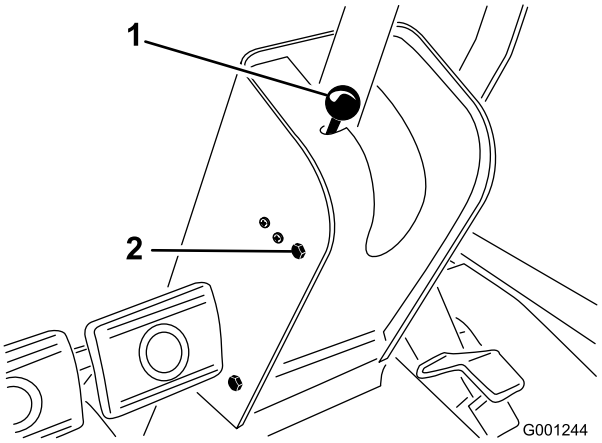

Figur 68
1. Ta bort knoppen från parkeringsbromsen och skruvarna från styrkolonnens kåpa (Figur 68).